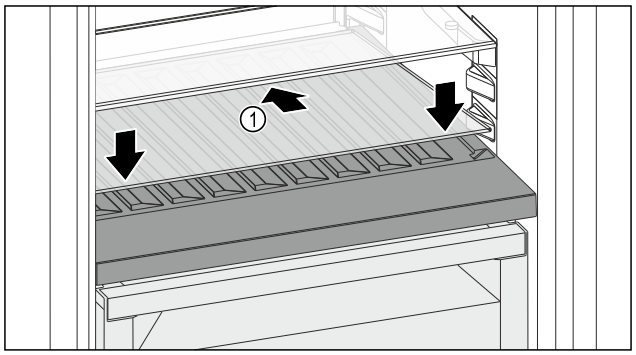

Fig. 178
▶ Glasplatte *Fig. 178 (1)* schräg und nach hinten unten geneigt ansetzen.
▶ Glasplatte *Fig. 178 (1)* vorne absenken.